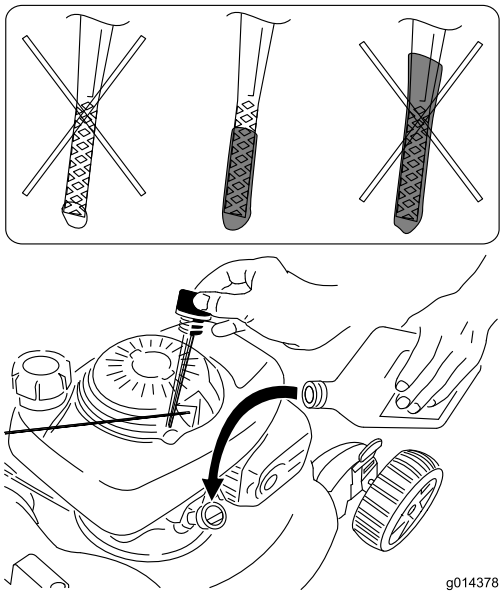

Figur 7
2. Ta ut oljestickan (Figur 7) och häll på olja i påfyllningsröret till ungefär 3/4 av vevhusets oljekapacitet.
5. Ta ut oljestickan och läs av oljenivån (Figur 7).